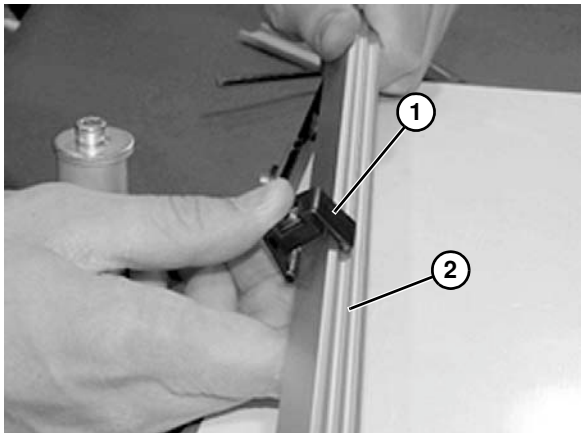

Abbildung 23
4. Klammer **(Abbildung 23, Teil 1)** auf Führungsschiene **(Abbildung 23, Teil 2)** einschnappen.